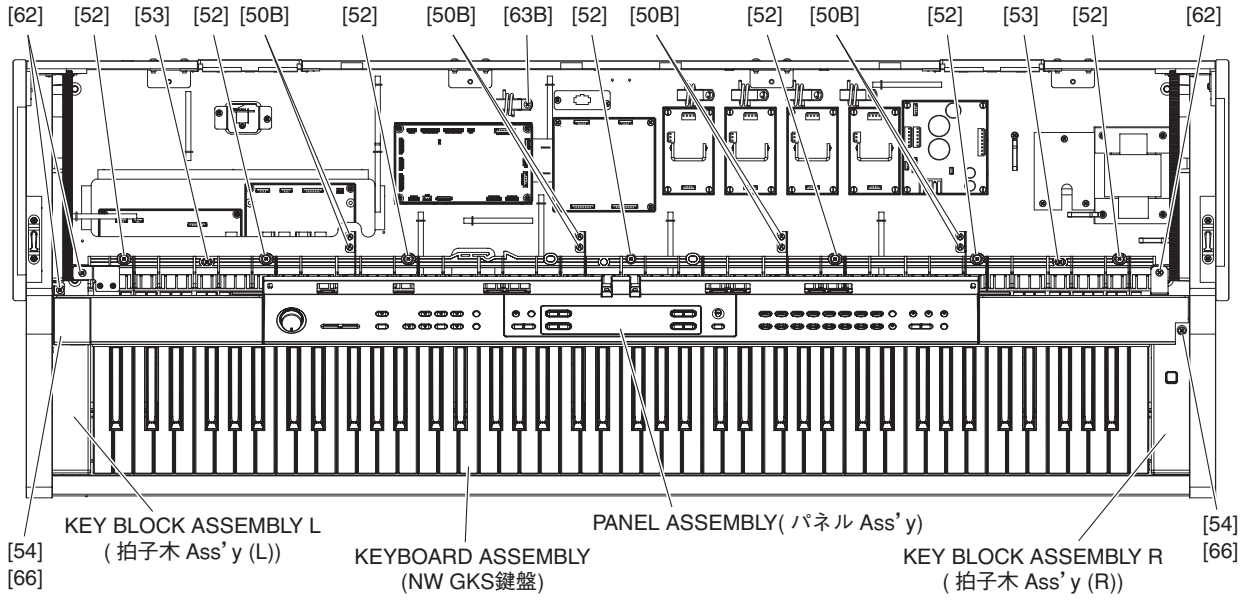

Fig. 8（図 8）
9-3. Remove the eight (8) screws marked [50B], the three (3) screws marked [62] and the screw marked [63B]. The panel assembly can then be removed. (Fig. 8)
9-3. [50B] のネジ 8 本、[62] のネジ 3 本と [63B] のネジ 1 本を外し、パネル Ass'y を外します。(図 8)
10-4. Remove the screw marked [54] and the flat washer marked [66]. The key block assembly L can then be removed. (Fig. 8)
10-4. [54] のネジ 1 本と [66] の平座小型丸 1 個を外し、拍子木 Ass'y (L) を外します。(図 8)
11-5. Remove the seven (7) screws marked [52] and the two (2) screws marked [53]. The keyboard assembly can then be removed. (Fig. 8)
11-5. [52] のネジ 7 本と [53] のネジ 2 本を外し、NW GKS 鍵盤を外します。(図 8)